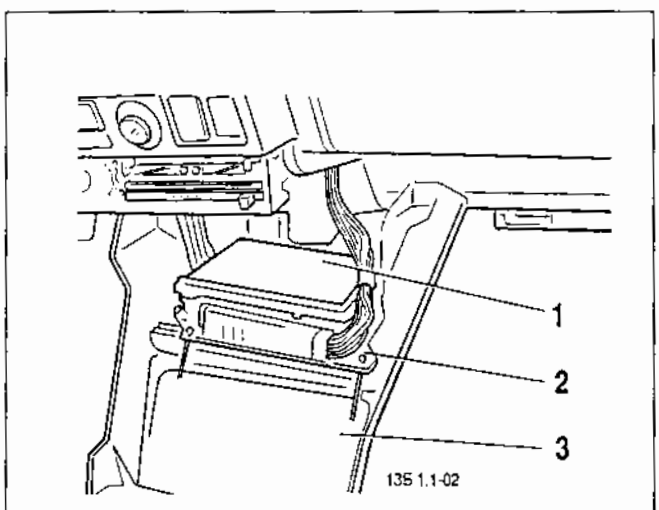

Fig.3.1. Emplacement du calculateur:
Ce système de gestion du moteur a quelques différences dans le plan de l'emplacement des certains éléments. Par exemple: le calculateur d'injection est situé sous la console de la planche de bord (fig.3.1).
4. Dévisser les écrous de vis de fixation du calculateur au support 2 et déposer le calculateur 1, en débranchant le connecteur de faisceau de câbles du calculateur (voir fig.3.1)